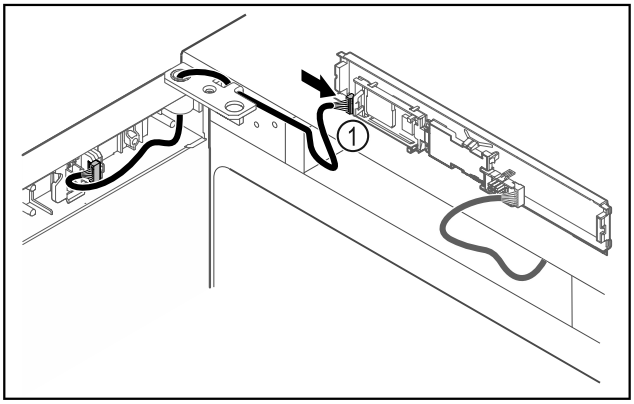

Fig. 38
▶ Introduceți fișa *Fig. 38 (1)* la placa electronică.